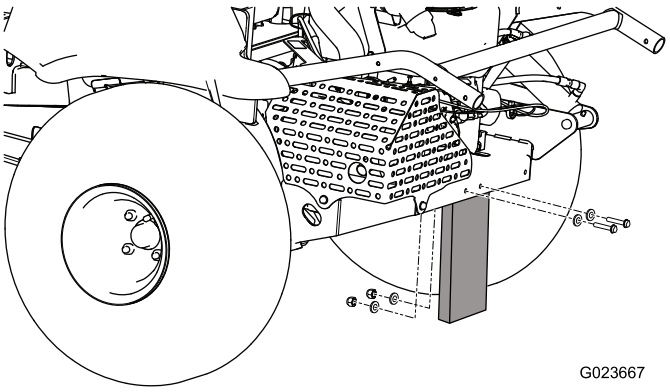

**Figur 3**
1. Ta bort de muttrar, skruvar och brickor som fäster transportbrädan bak på maskinen (Figur 3).